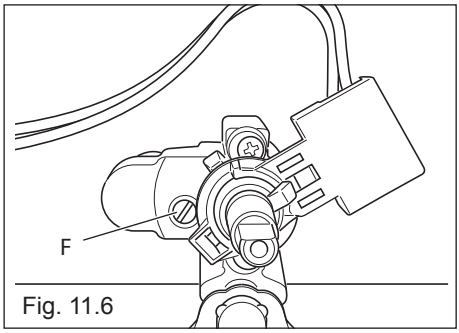

Fig. 11.6
- With a thin screwdriver turn the screw “**F**” until adjustment is correct (fig. 11.6).